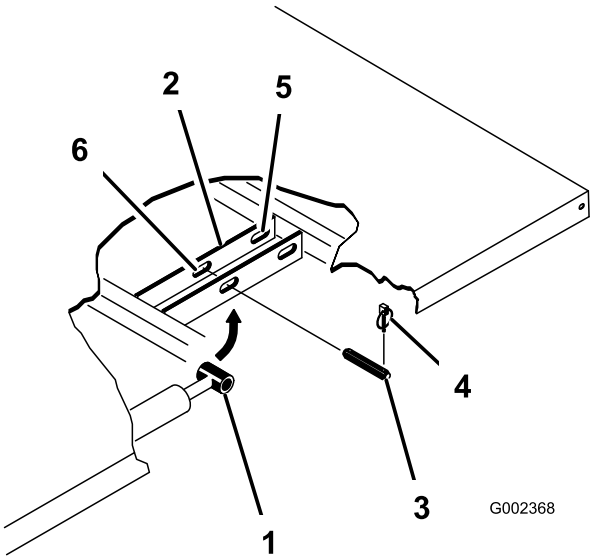

**Figur 32**
3. Tag ringstifterne af de yderste ender af cylinderstangens gaffelbolte (Figur 32).
4. Afmonter de gaffelbolte, der fastgør cylinderstangens ender til ladmonteringspladerne, ved at skubbe boltene indad (Figur 32).
5. Afmonter de ringstifter og gaffelbolte, der fastholder aksebeslagene på stelkanalerne (Figur 32).